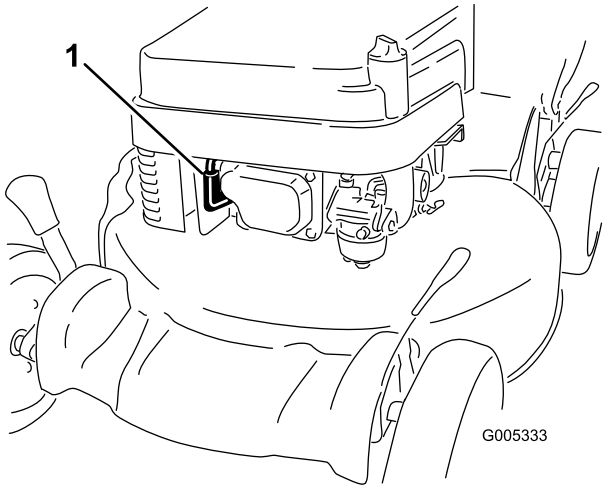

Figur 10
1. Anslut tändkabeln till tändstiftet (Figur 10).